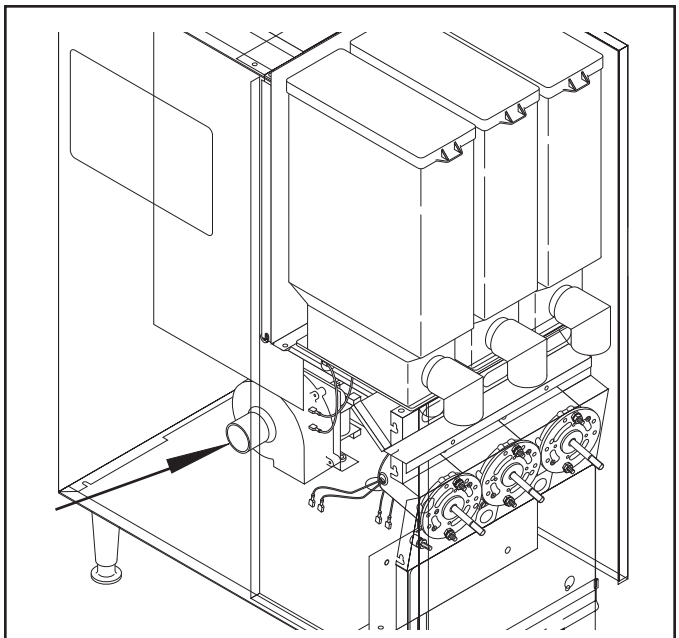

FIG. 27 FAN P1436
11. Slide the slinger (9) off of the motor shaft.
13. Install new motor (10) on rear of front panel and secure with two nuts (7) and connect black leads on the motor to the main wiring harness. Refer to Fig. 27 when reconnecting wires
14. Slide slinger (9) onto the motor shaft flush against the front panel.
17. Slide whipper chamber receptacle with seal (8) and o-ring (5) on to the motor shaft.